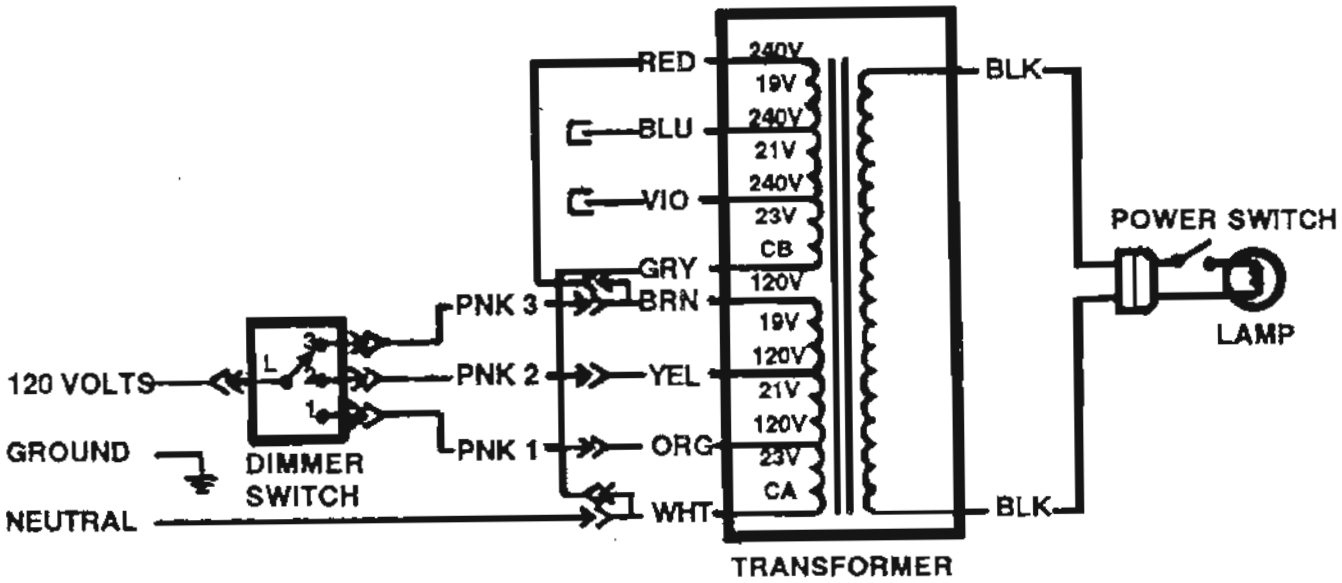

Figure 3-2. Electrical connections - 120 volts.
(11) Lift off the end cap and set it aside.
(12) Determine the voltage set up by comparing the wiring connections as illustrated in figures 3-2 and 3-3.
Refer to figure 3-2.